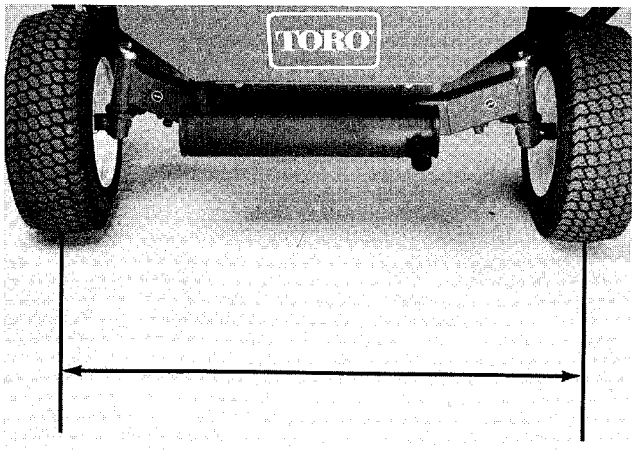

Figure 43
1. Measure center–to–center distance (at axle height) at front and rear of steering tires (Fig. 43). Front measurement must be 1/8 in. less than rear measurement.